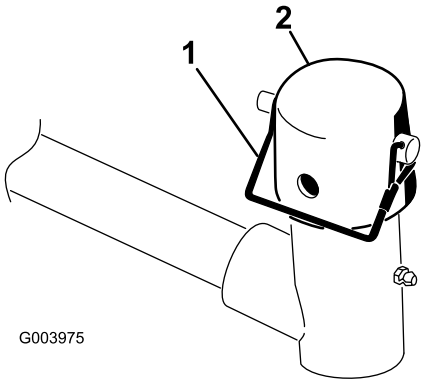

Figur 9
7. Demontera låsstiftet och locket på lyftarmens svängok (Figur 9).
11. Fäst locket och bärramens axel på lyftarmens ok med hjälp av låsstiftet. Använd skåran om du vill kunna styra klippenheten eller hålet om klippenheten ska låsas fast i ett läge (Figur 9).